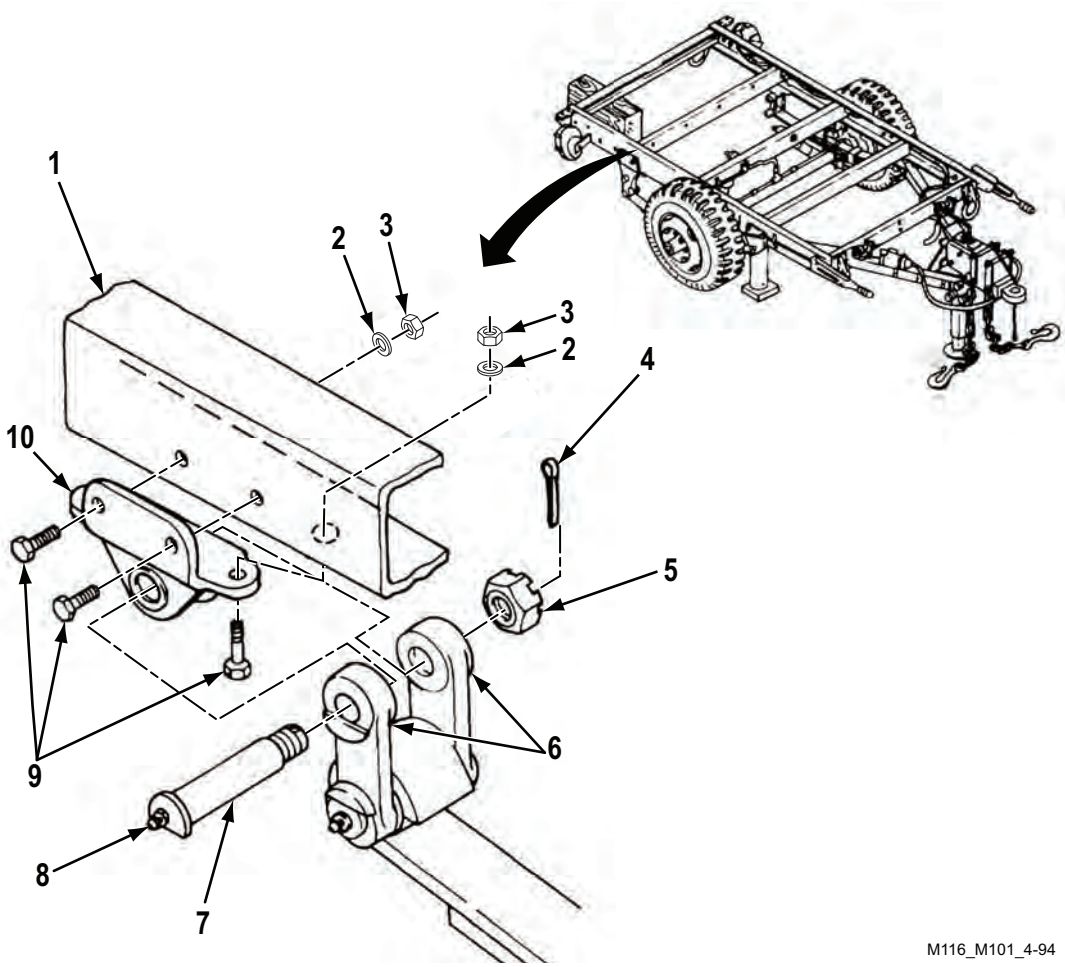

Figure 3. Rear Spring Hanger Removal.
1. Place lifting device under vehicle on side where rear spring hanger (Figure 3, Item 10) is being removed. Use lifting device to raise trailer. Place suitable support under rear corner of vehicle.
3. Remove cotter pin (Figure 3, Item 4), slotted nut (Figure 3, Item 5), and shackle pin (Figure 3, Item 7) from shackle (Figure 3, Item 6) and rear spring hanger (Figure 3, Item 10). Remove lubrication fitting (Figure 3, Item 8) from shackle pin (Figure 3, Item 7). Discard cotter pin (Figure 3, Item 4) and lubrication fitting (Figure 3, Item 8).
4. Lower lifting device until shackle (Figure 3, Item 6) is clear of rear spring hanger (Figure 3, Item 10).
5. Remove four self-locking nuts (Figure 3, Item 3), washers (Figure 3, Item 2), and cap screws (Figure 3, Item 9) and rear spring hanger (Figure 3, Item 10) from frame (Figure 3, Item 1). Discard self-locking nuts (Figure 3, Item 3).